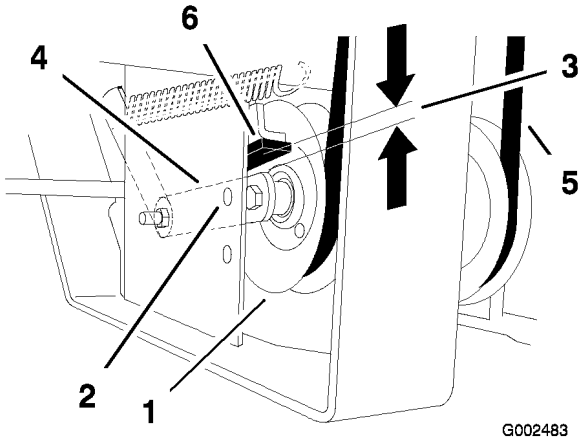

Figur 57
9. Kontrollera avståndet från gummistoppet och armen hos den fjäderbelastade remskivan när plattan dras åt. Det ska vara 0–6 mm från gummistoppet (Figur 57).